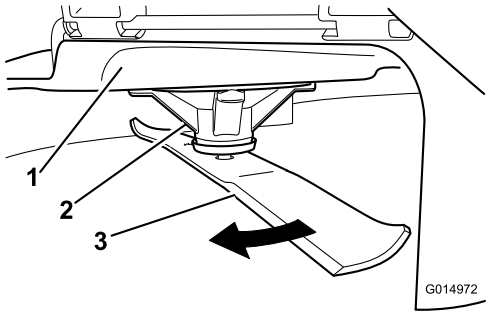

Figura 52
2. Sempre que utilizar luvas almofadadas ou outra proteção adequada para as mãos, rode lentamente a lâmina a ser medida para uma posição que permita uma medição efetiva da distância entre a extremidade de corte e o terreno nivelado onde se encontra a máquina (Figura 52).